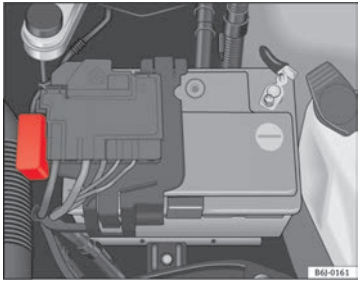

Fig. 153 In the engine compartment: fuse box cover
- Press the locking tabs to release the fuse box cover ⇒ Fig. 153.